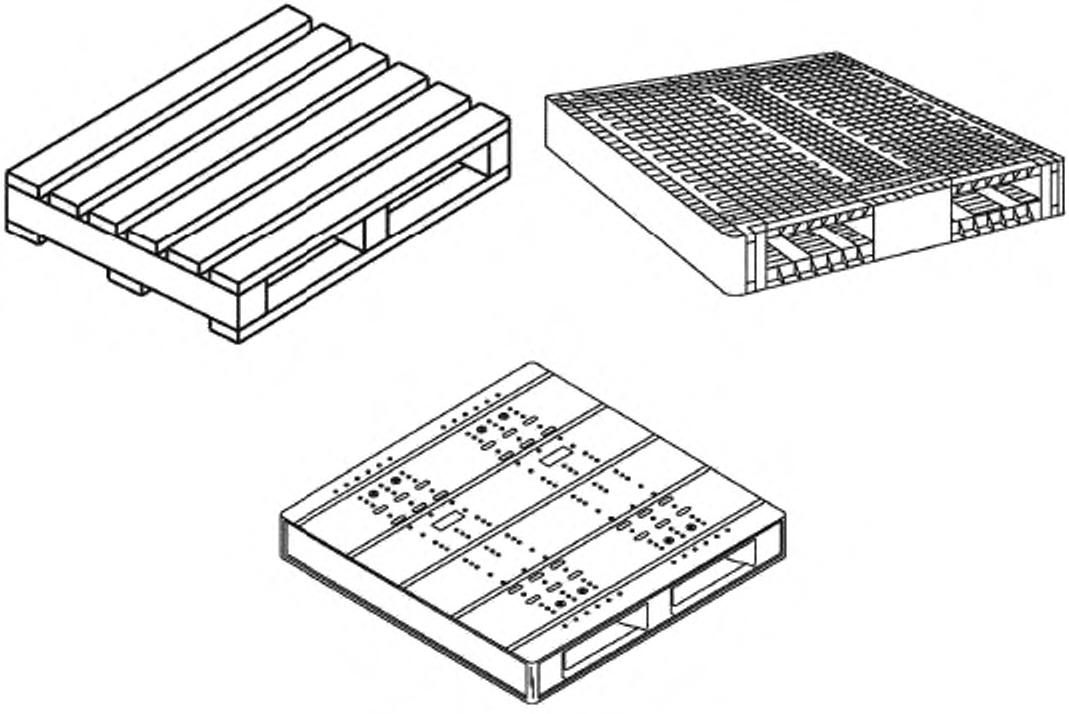

Рисунок 8 — Двухзаходные поддоны
3.7 **двухзаходный поддон:** Плоский поддон, конструкция которого обеспечивает возможность ввода вилочного захвата автопогрузчика и вильчатого рычага вилочной тележки только с двух противоположных сторон (см. рисунок 8).